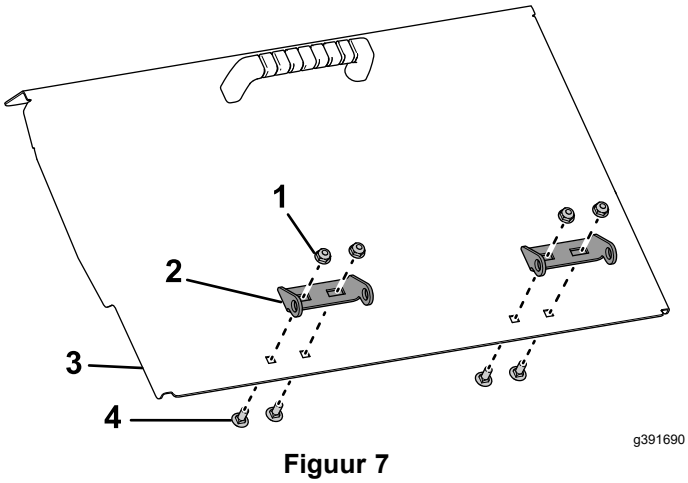

Figuur 7
6. Monteer het scharnier van de deur van de hopper met de meegeleverde slotbouten (¼" x ⅝") en borgmoeren (Figuur 7).